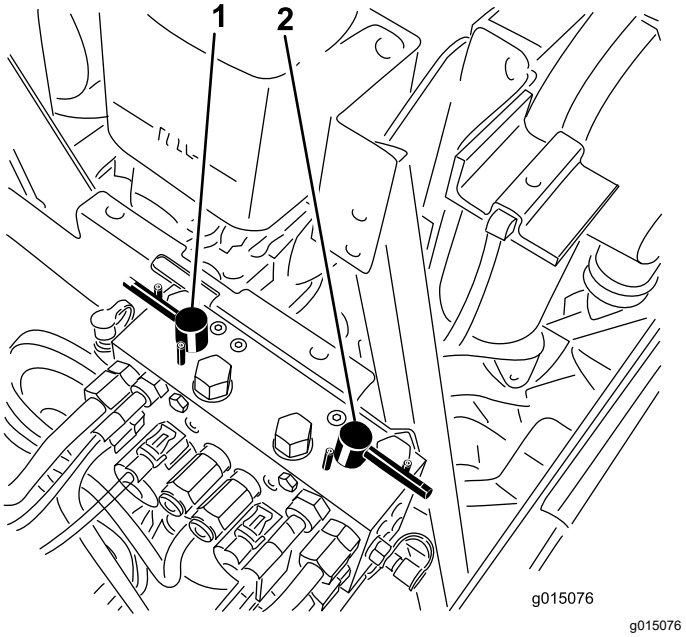

图 122
4. 选择前、后或同时两个倒磨控制杆确定哪个装置需要倒磨 (图 122)。